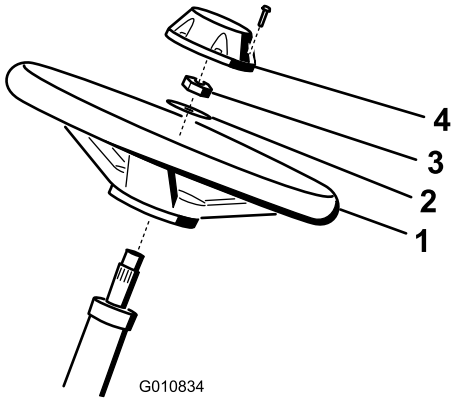

**Figur 5**
1. Før rattet på rattstangen (Figur 5).
2. Før skiven på rattstangen (Figur 5).
3. Fest rattet til stangen med en låsemutter og stram den til med et moment på 27–35 N·m (Figur 5).
4. Sett lokket på rattet, og fest med seks bolter (Figur 5).